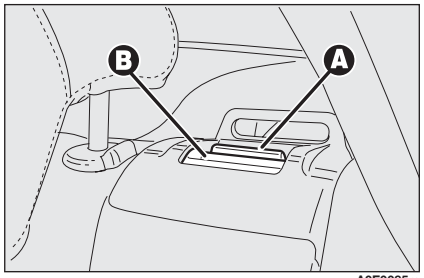

rys. 96
- ❒ przesunąć dźwignię **A-rys. 96** mocowania oparcia i obrócić oparcie do przodu. Po podniesieniu dźwigni ukaże się „czerwony znak" **B**.
Upewnić się, czy oparcia zostały prawidłowo zatrzaśnięte z obu stron, ("znaki czerwone" B-rys.96 nie widoczne), aby uniknąć złożeniu się oparcia do przodu w przypadku gwałtownego hamowania i spowodowania obrażeń pasażerów.